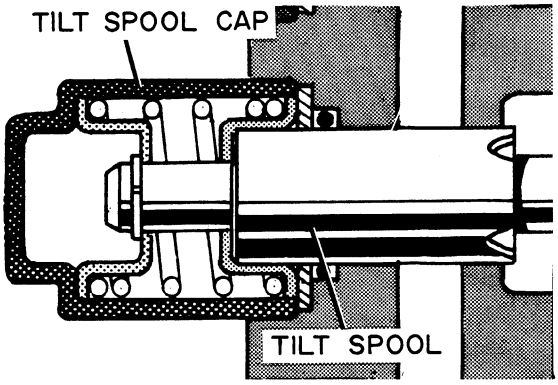

Figure D-31
2. Insert the Tilt Spool assembly into the valve body and install the Tilt Spool Cap as shown in Figure D-31. Tighten the Spool Cap until it bottoms.